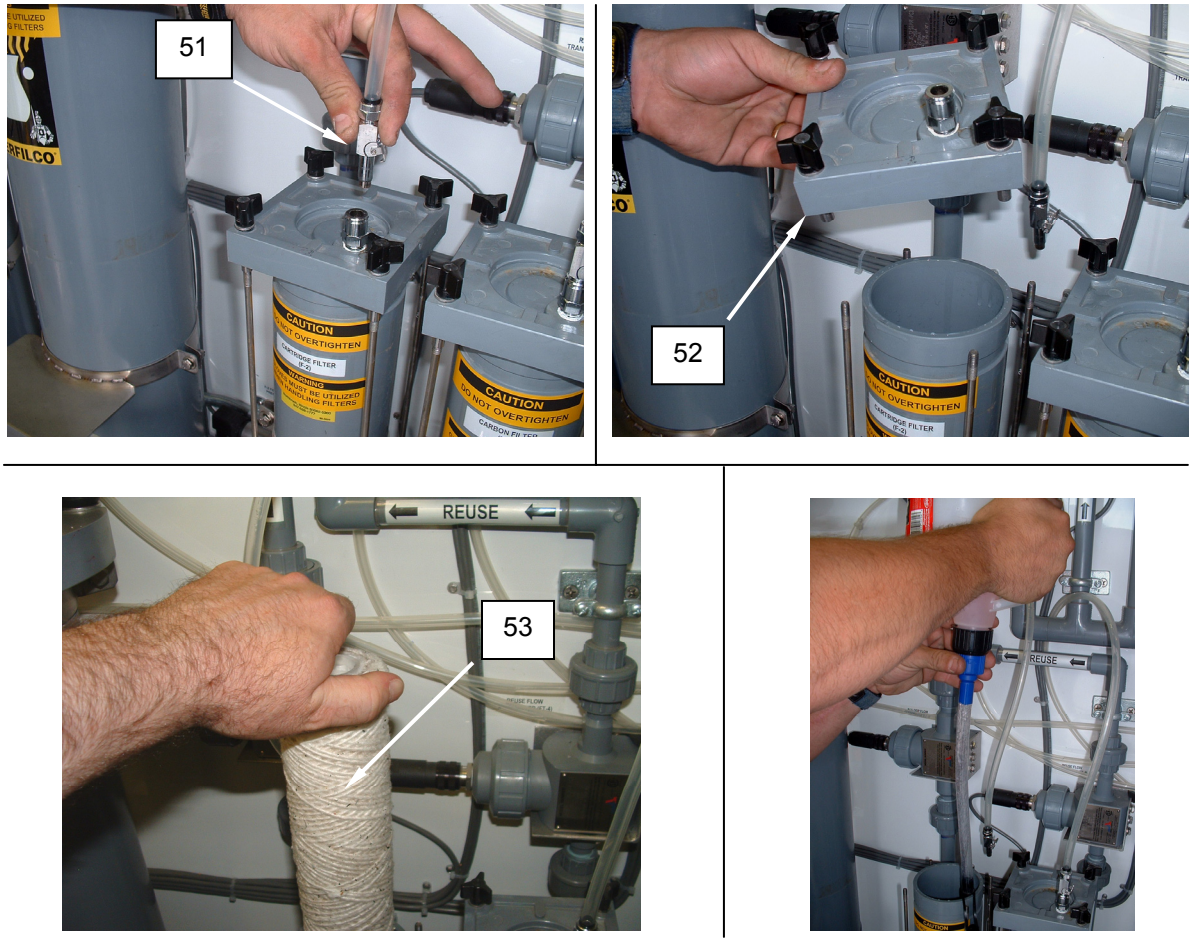

Figure 28. Add Antifreeze - Filter F-2.
1. Disconnect air bleed quick disconnect on filter F-2 **(Figure 28, Item 51)**.
2. Remove F-2 canister lid **(Figure 28, Item 52)**.
3. Remove filter cartridge **(Figure 28, Item 53)**.
5. Reinstall canister lid **(Figure 28, Item 52)** and secure.
6. Reconnect air bleed quick disconnect **(Figure 28, Item 51)**.